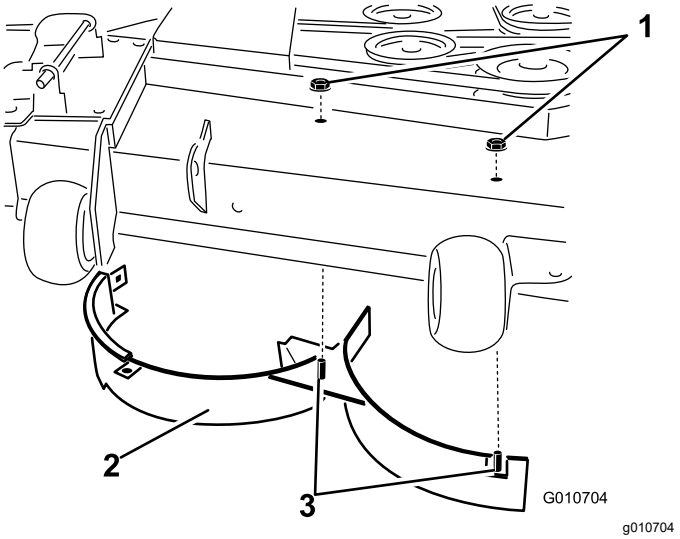

Figur 15
8. Ta bort de två låsmuttrarna (5/16 tum) som sitter på den högra skärmens svetsade tappar ovanpå klippdäcket i mitten och till höger om mitten (Figur 15).